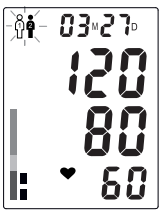

Рис.15
5. В конце измерения прозвучит звуковой сигнал, после чего прибор выпустит весь воздух из манжеты, на дисплее отобразится результат измерения (рис. 15). Мигающий значок «» напоминает, что для сохранения результатов нужно выбрать память 1 или 2, нажав M1 или M2 соответственно. Сохранить результат можно в течение 3-х минут, до выключения прибора или перехода в режим индикации даты и времени.